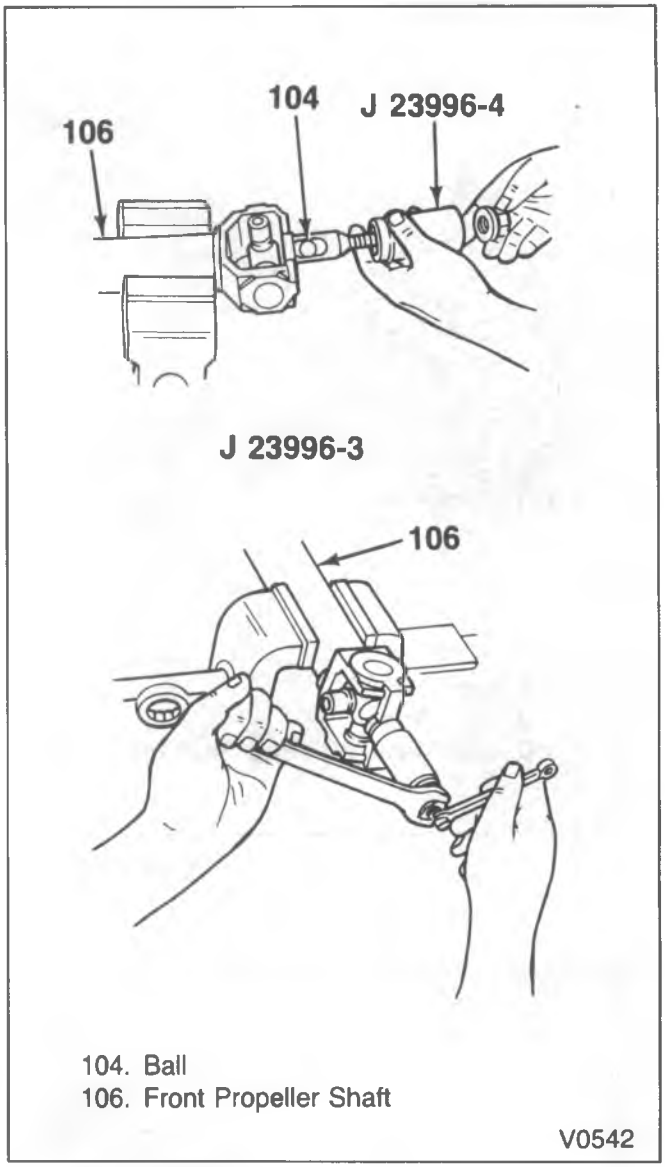

Figure 15—Removing C.V. Joint Ball
2. Trunnion (107) from link yoke (105).
- Heat area around bearing cap until the plastic melts and flows out of relief hole in the yoke. Use a socket with a diameter smaller than the bearing cup (108) and tap the bearing cup through the yoke. Once the bearing cup is driven out of the yoke part-way, it can be removed using a pair of pliers by grabbing it and twisting.
3. Trunnion (107) from the rear support yoke (102).
4. Trunnion (111) from the link yoke (105).
5. Trunnion (111) from the front propeller shaft.
7. Ball (part of 104) if being replaced, using J 23996. See figure 15.